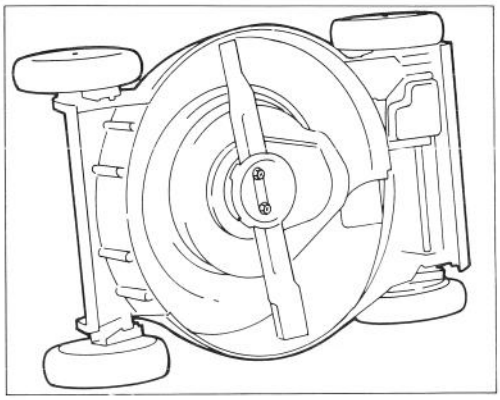

Afbeelding 28
2. Zet de maaier op de rechterzijde (Afb. 28). Pas op dat u het mes niet roteert. Dit kan tot problemen bij het starten leiden.